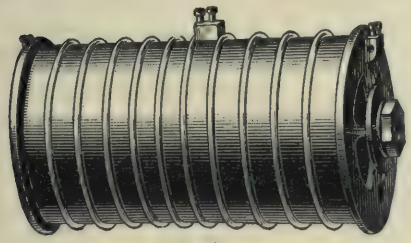
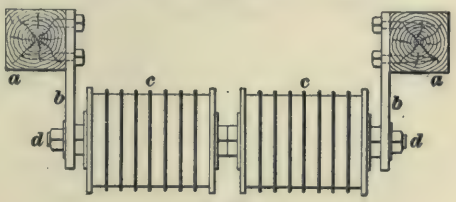

FIG. 26.
FIG. 27.
**28.** In Fig. 26 is shown the type of resistance coil made by the Walker and Westinghouse companies. The cut is made from a Westinghouse coil. This coil is made of band iron insulated entirely with mica, and up to certain limits of abuse it is not affected by either heat or water. A single coil, such as that shown in the figure, is called a barrel, and the proper starting coil for any size motor can be made up of two or more of these barrels. Fig. 27 shows the method usually adopted for hanging a two-barrel starting coil.
Where more barrels are required, more sets can be hung in the same manner alongside of one another. In Fig. 27, *a*, *a* are two of the car sills; *b*, *b* are two strap-iron hangers through